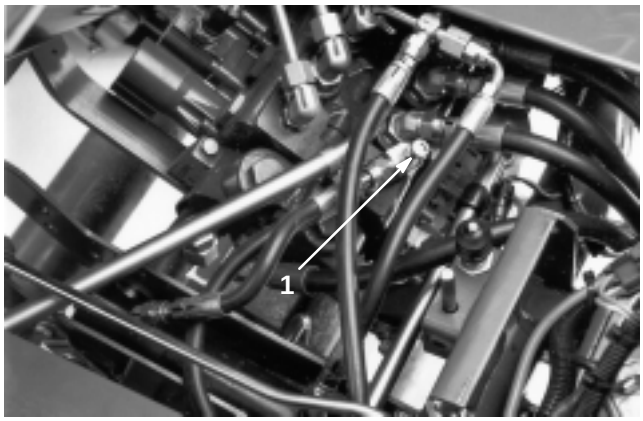

**Figure 49**
1. Raise the seat and locate the flow control valve mounted to the main control valve (Fig. 49).